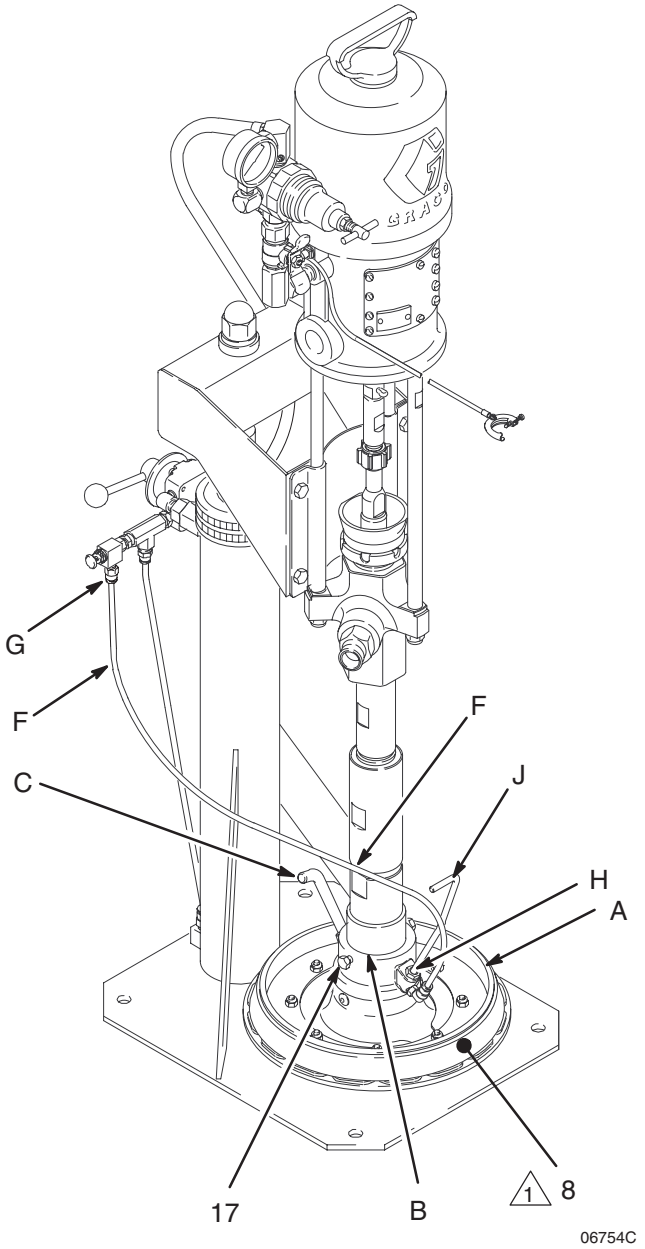

Fig. 9
Los números y las letras de referencia que aparecen en el texto se refieren a las Fig. 9–12 y al diagrama de las piezas de la página 16.
2. Instale el plato seguidor (A) en la admisión de la bomba (B), con la manivela de ventilación (C) del plato seguidor dirigida hacia la parte delantera del ”ram”. Sujételo apretando los tornillos de fijación (17). Vea la Fig. 9.